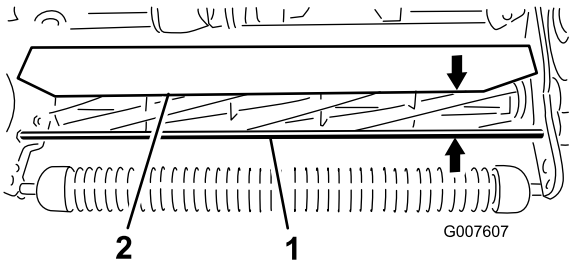

Figuur 51
1. Meet de afstand van de bovenkant van de voorste steunstang tot de voorste lip van het scherm aan beide uiteinden van het maaidek (Figuur 51).